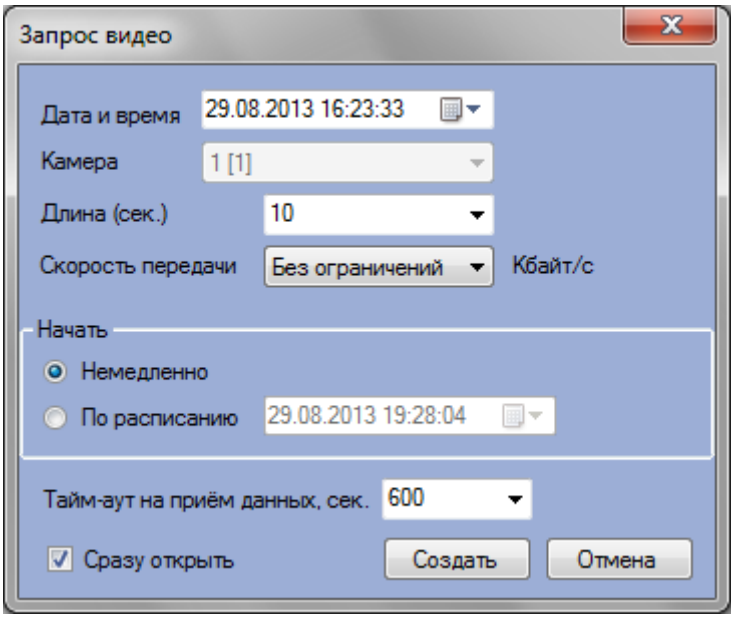

Рис. 5.5—1 Форма запроса
4. При выборе пункта меню **Запрос видео** появится диалоговая форма для оформления запроса (Рис. 5.5—1). Другой способ вызвать эту форму — выбрать в списке запись и нажать кнопку **Видео**.